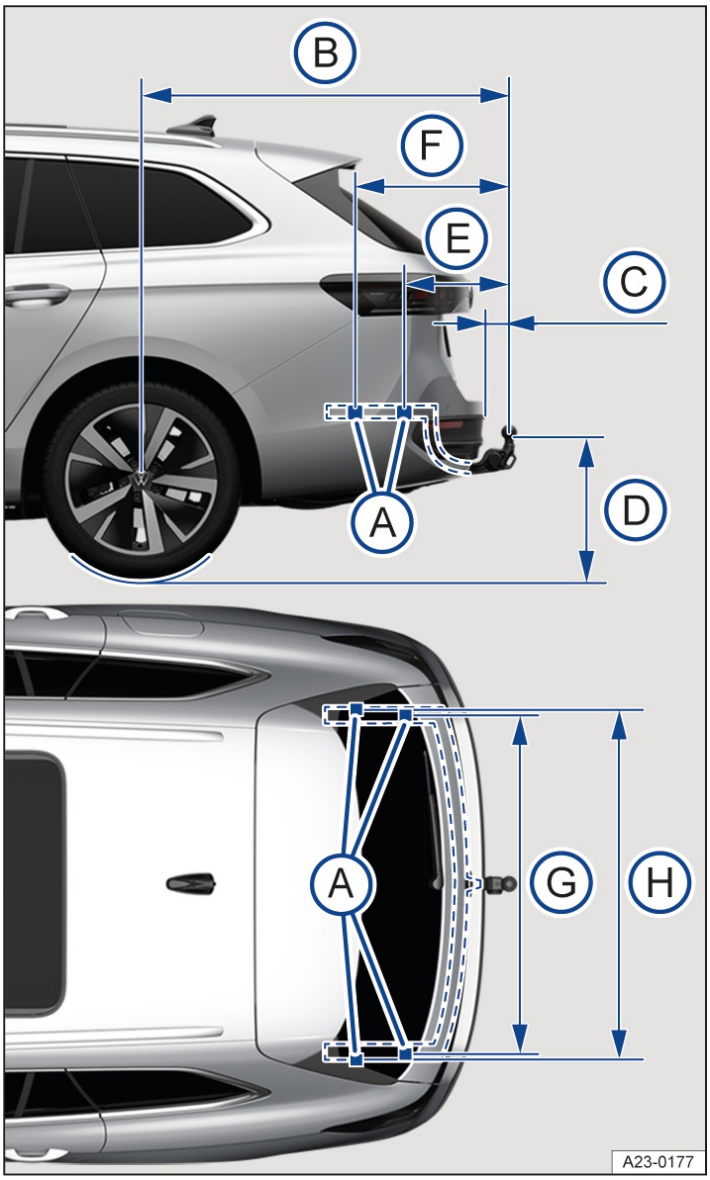

Fig. 1 Dimensions and mounting points for retrofitting a trailer hitch.
The correct dimensions → *fig. 1* must always be used when retrofitting a trailer hitch. The value must not fall short of or exceed the smaller specified dimension from the center of the ball mount to the road surface (D). This also applies when the vehicle is fully loaded including the maximum tongue weight.